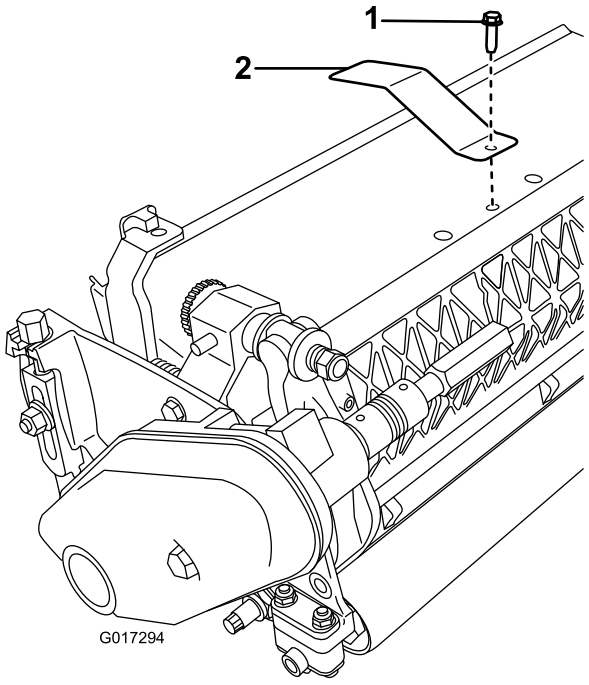

Figur 4
1. Fjern gressbeskyttelsesbolten i midten (Figur 4).
2. Monter målplaten øverst på klippeenheten med bolten du fjernet tidligere (Figur 4).